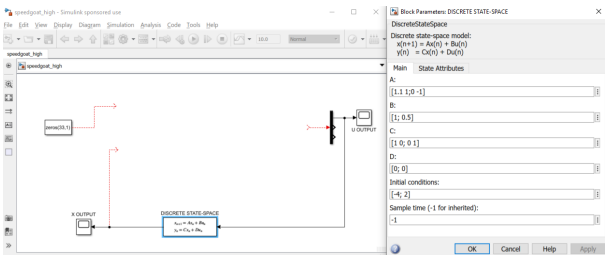

Figure 10.62: Populate the Simulink model.
3. (Figure 10.62) Populate the Simulink model with the system you want to control.